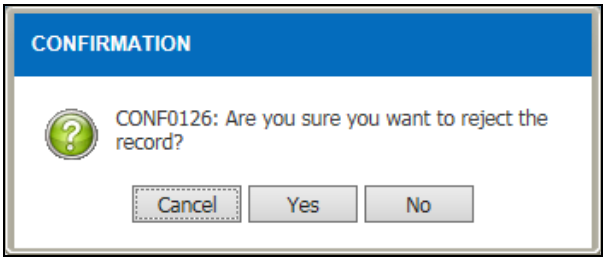

Figure 3.1.12-9 Confirmation Message
- *Click on the* Yes *button to reject record and information message will be display as Figure 3.1.12-10*